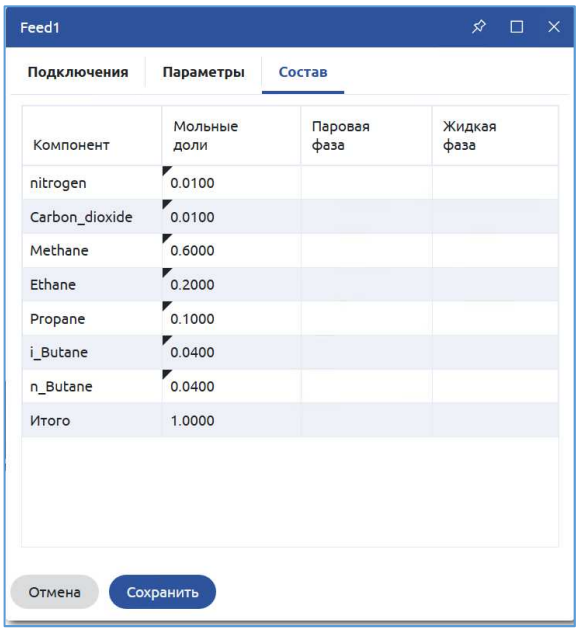

Рисунок 37. Поток Feed1. Состав
2. Переходим на вкладку «Состав» и вводим мольную долю каждого компонента в потоке. Суммарное значение мольных долей должно быть равно 1. Нажимаем кнопку «Сохранить» (Рисунок 37).